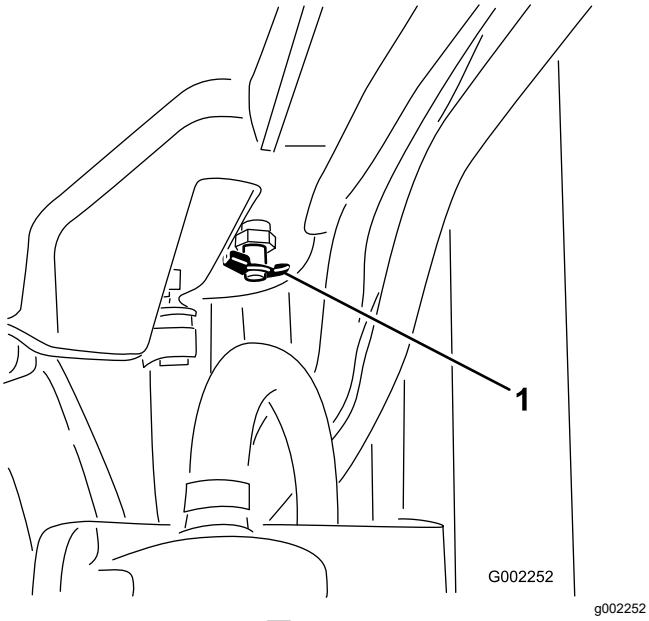

図 99
4. ドレンバルブを開いて冷却液を排出する図 99。
5. ドレンバルブを閉じる 図 99。